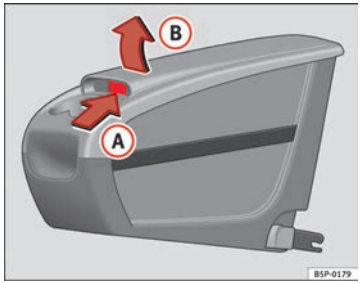

Fig. 112 Mobile storage compartment. Opening
– Lift the cover (B), in area (A) ⇒ Fig. 112.